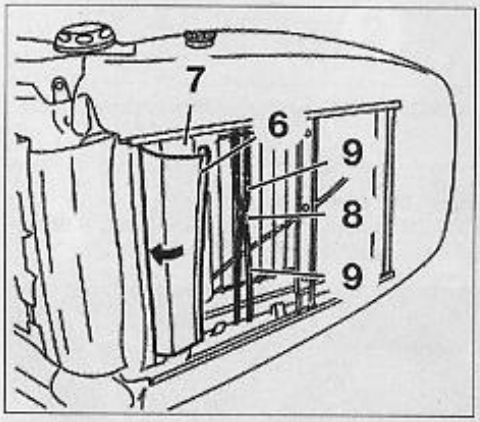

FIG. 16
• Défaire l'attache (6) du profil métallique (7) (**Fig.16**).